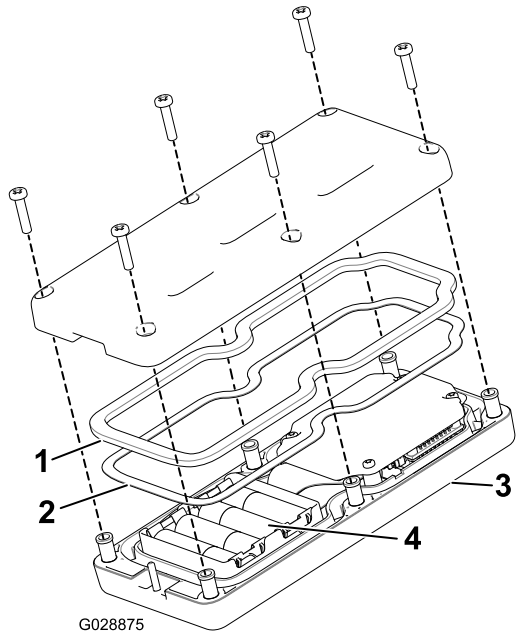

Rysunek 18
2. Zamontuj baterie w gnieździe ze stykami, dbając o zachowanie odpowiedniej polaryzacji. (Jeśli baterie zostaną zamontowane nieprawidłowo, urządzenie nie zostanie uszkodzone, ale nie będzie działać). Na uchwycie wytłoczona jest biegunowość każdego zacisku (Rysunek 18).
3. Upewnij się, że uszczelka stalowa oraz uszczelka gumowa są osadzone w rowku w obudowie pilota i załóż z powrotem pokrywę tylną (Rysunek 18).
4. Dokręć śrubę za pomocą 6 śrub (Rysunek 18), a następnie dokręć je momentem od 1,5 do 1,7 N-m.